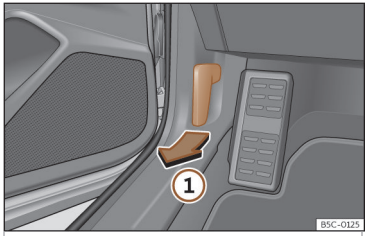

Abb. 205 Entriegelungshebel im Fahrerfußraum.
- Öffnen Sie die Tür und ziehen Sie an dem Hebel unterhalb der Instrumententafel ››› Abb. 205 ①.